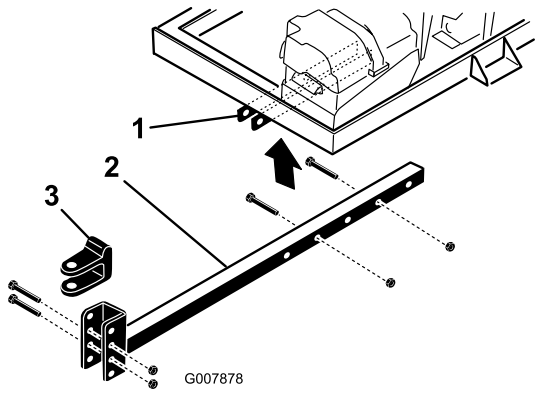

Figur 7
2. Sæt røret til bugsertrækket i stelbeslagene (Figur 7). Fastgør røret til stellet med to bolte (3/8 x 3 tommer) og flangemøtrikker (3/8 tomme).
- Fjern de bolte og låsemøtrikker, der fastgør bugsertrækkets gaffelbolt (Figur 7) til bugsertrækkets rør.
- Fjern de bolte og møtrikker, der fastgør bugsertrækkets rør til stelbeslagene (Figur 7).